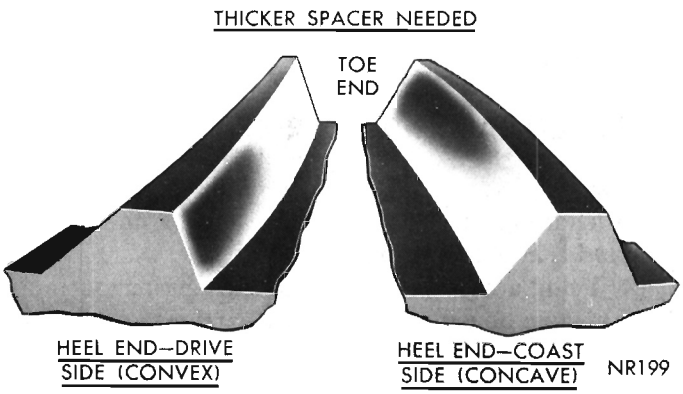
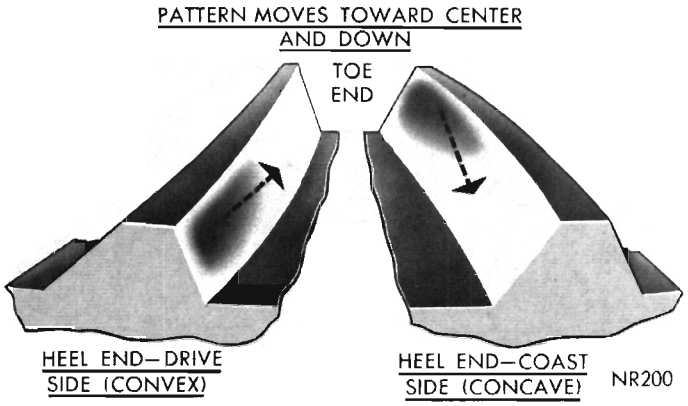

Fig. 35—Incorrect Tooth Contact Pattern (Increase Spacer Thickness)
Fig. 36—Effect on Tooth Contact Pattern as Spacer Thickness is Increased
(3) If after observing the contact pattern and you find it resembles that in (Fig. 35), the drive pinion is too far away from centerline of the ring gear, the contact pattern will appear high on the heel on drive side and high on toe on coast side. To correct this type tooth contact pattern, increase the thickness of the rear pinion bearing mounting spacer (Fig. 36), which will cause the high heel contact on drive side to lower and move toward the toe; the high toe contact on coast side will lower and move toward the heel.